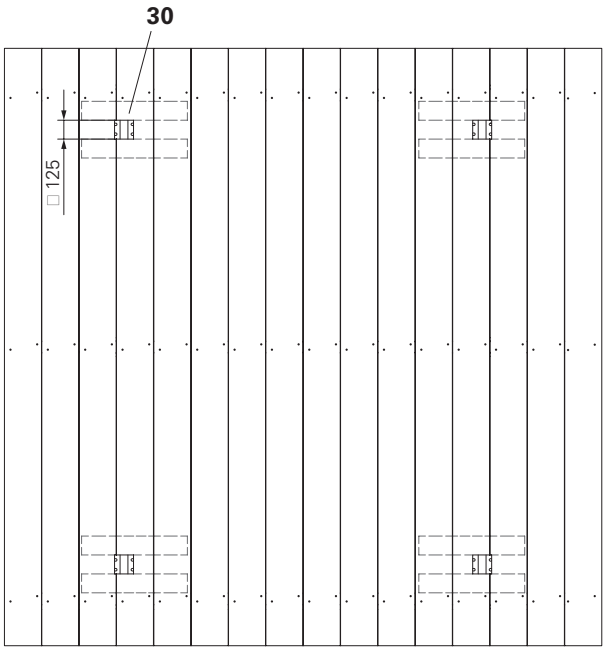

Abb. B5.07
6. Die Aussparungen auf der Unterseite mit Holzbohlen 15/3 cm (**30**) verstärken (Abb. B5.07 und B5.08).